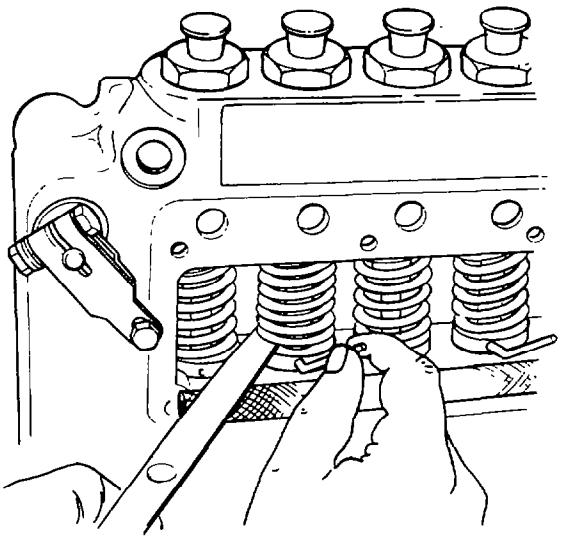

Fig. 110 — Removing Service Pin
as. Use tool TSE 761 to raise the spring seat (item 24) and compress the spring (item 25). Remove the service pin TSE 76156B, then slowly release the tool until the roller (item 19) contacts the cam lobe as shown in fig. 110.